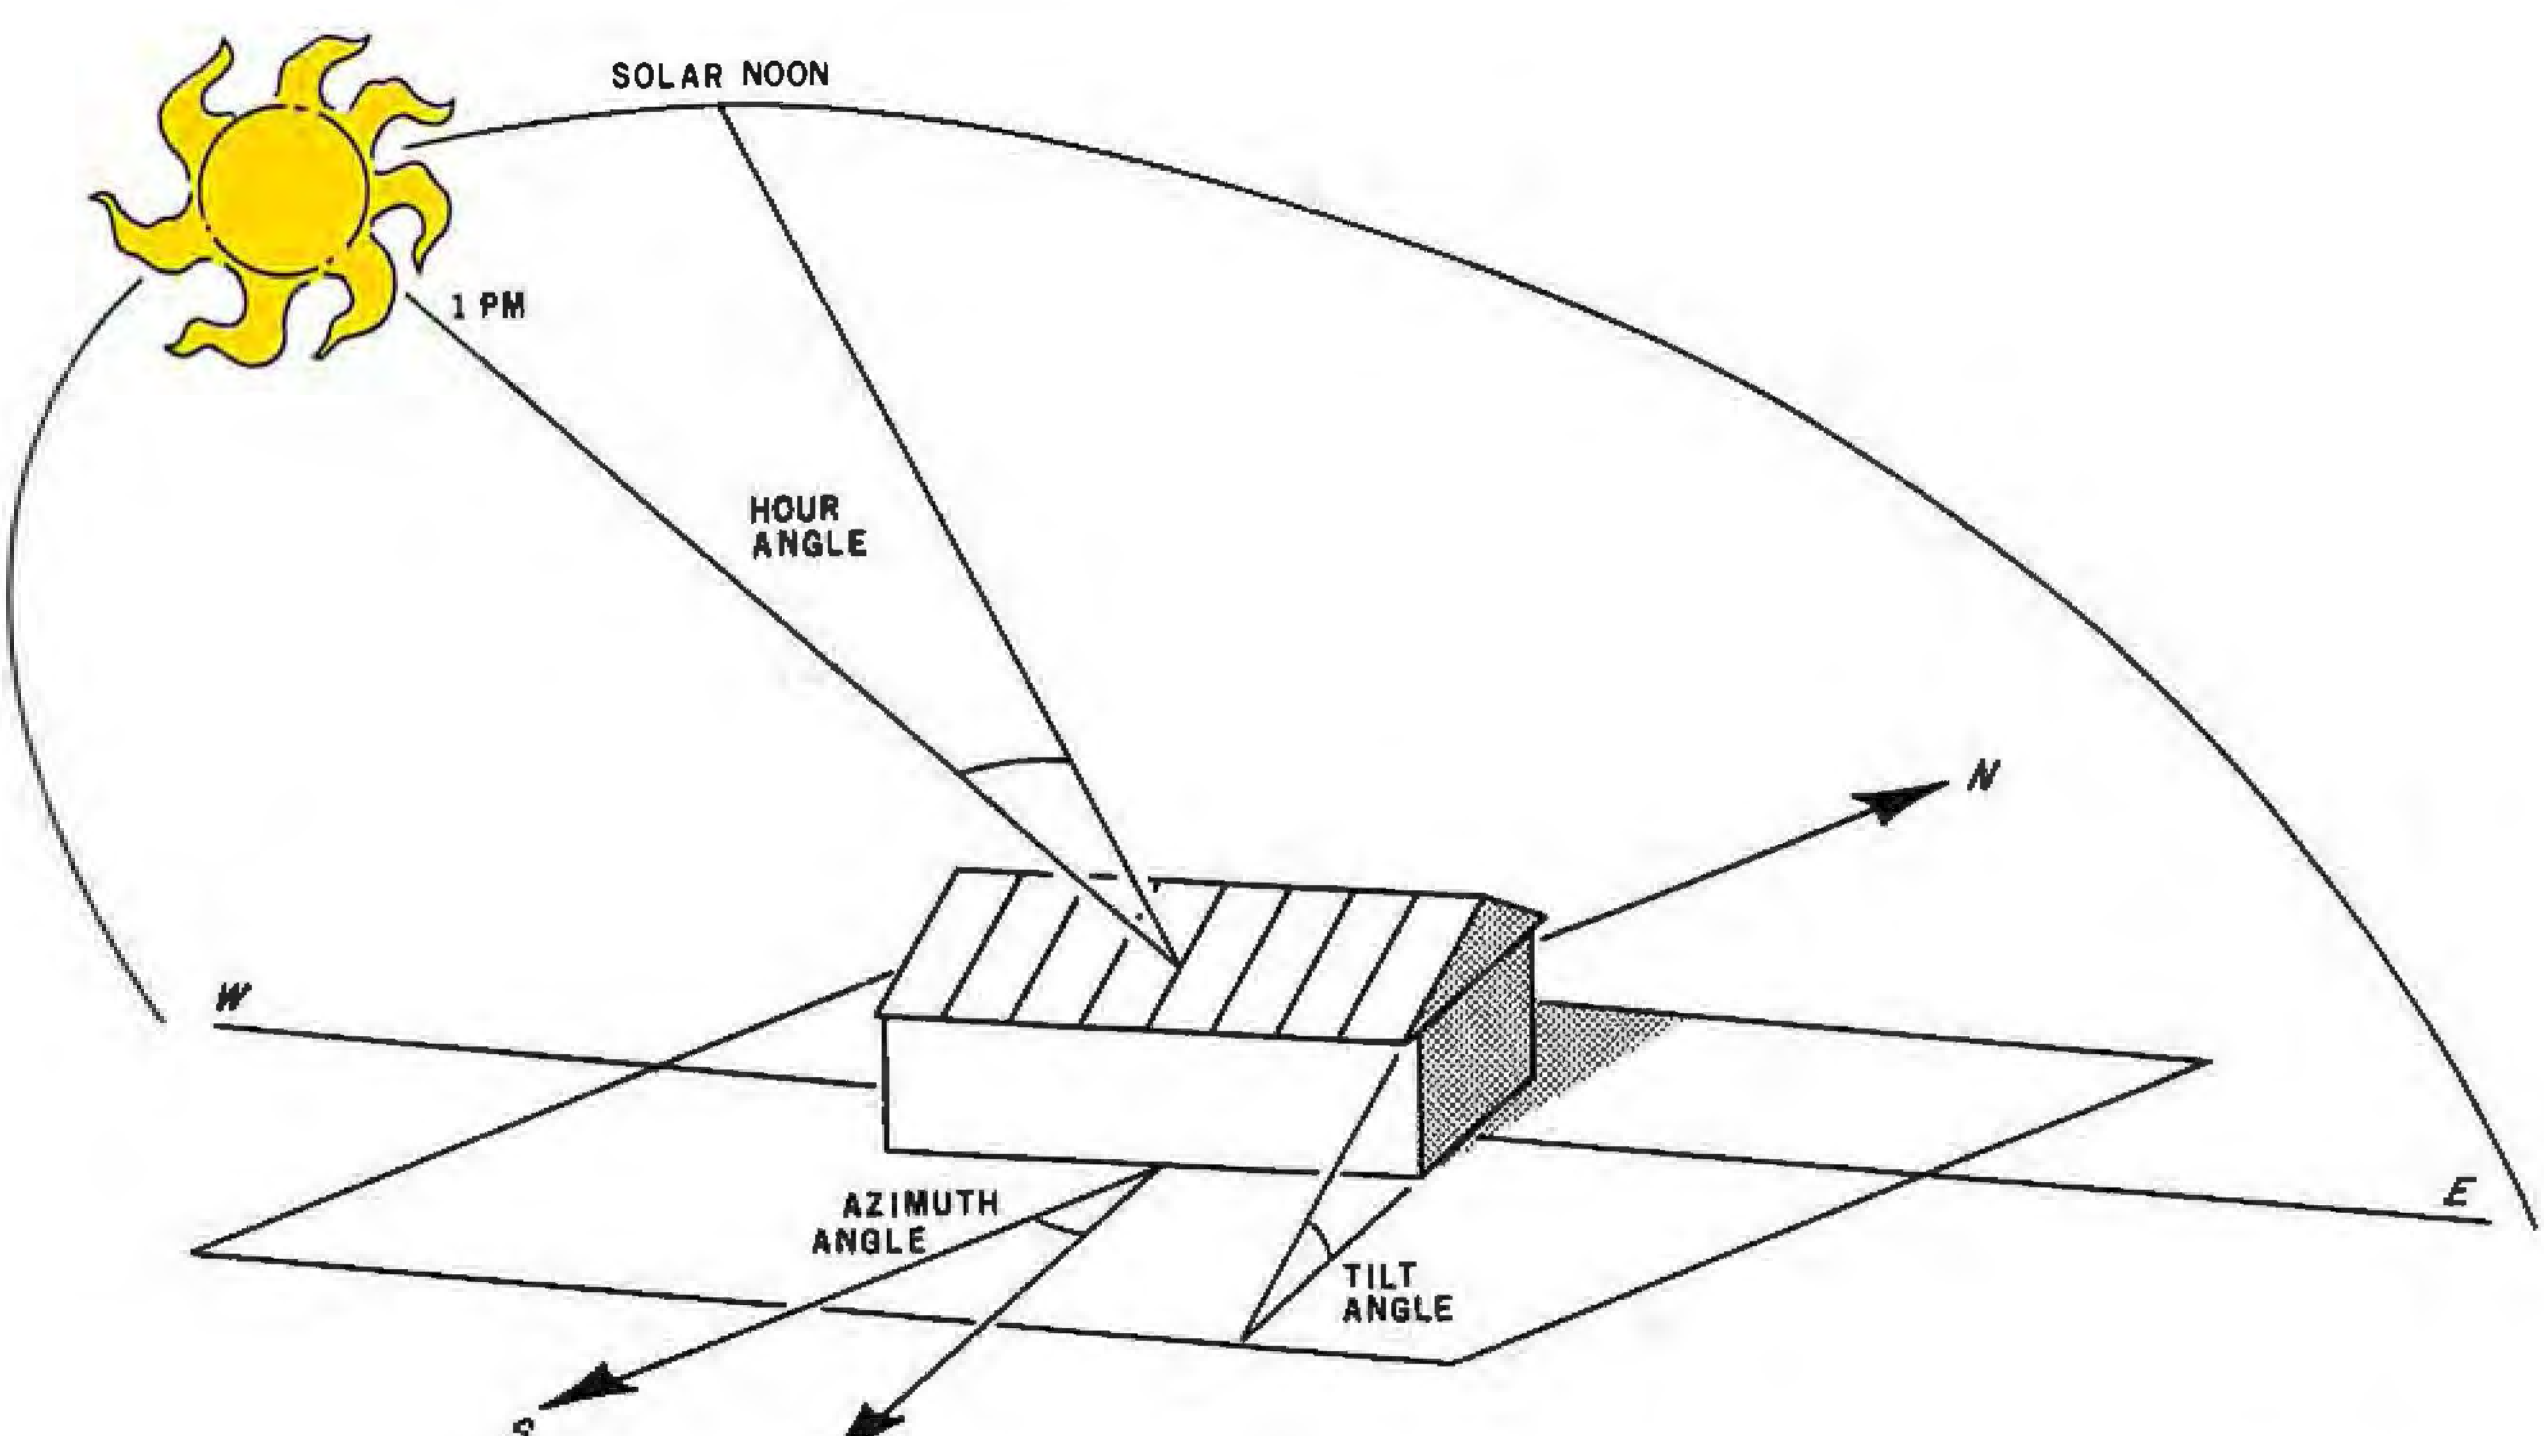

Figure 1: *Diagram of the various solar angles used in calculating the total beam energy striking a roof-mounted solar collector.*
Three major features in the placement of collectors (in addition to making sure they aren't shaded) affect the amount of solar energy available for conversion. Two of these—the tilt angle (T) and the azimuth angle (A)—are controllable in the design (see figure 1). The third, latitude (L), simply depends on where you live.